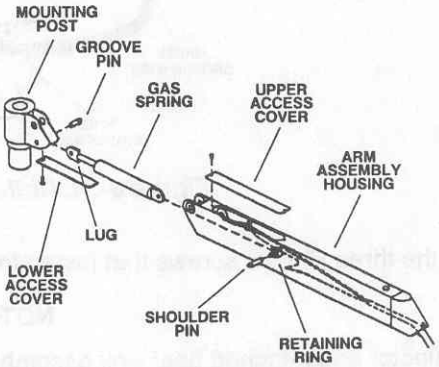

Figure 3-37. Arm assembly.
3-33. Gas spring (fig 3-37).
(14) Remove the defective gas spring (fig 3-37).